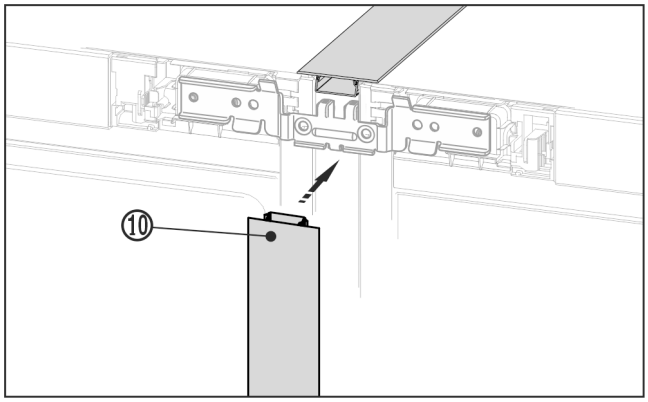

Fig. 23
▶ În partea frontală, presați profilul de mascare *Fig. 23 (10)* în fanta verticală. Aveți grijă ca profilul să se sprijine pe tabla de îmbinare.